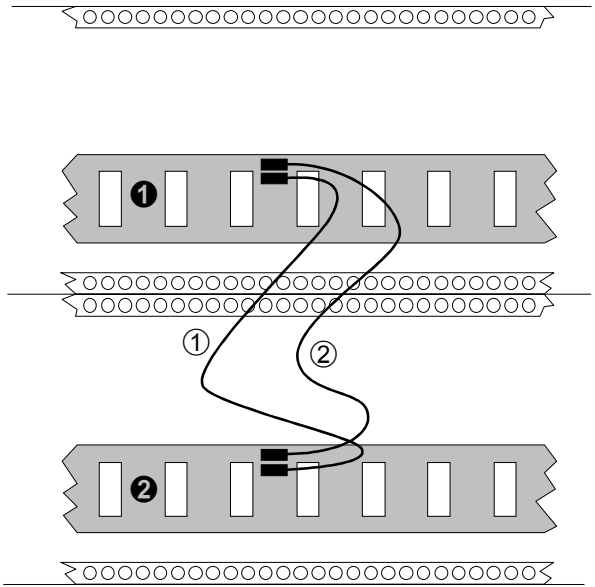

Fig. 8: Making a common INT.CV and INT.GATE signal path between the upper and lower busses.
❒ Remove Jumpers **J1** and **J2**(see p.9) from the upper (see Fig. 8 ❶) and lower (see Fig. 8 ❷) system bus boards.
❒ Replace the jumpers with the special CV / gate leads, A-100 BC (see Fig. 8 ①, ②).